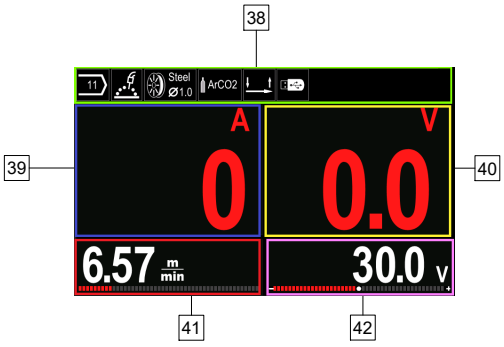
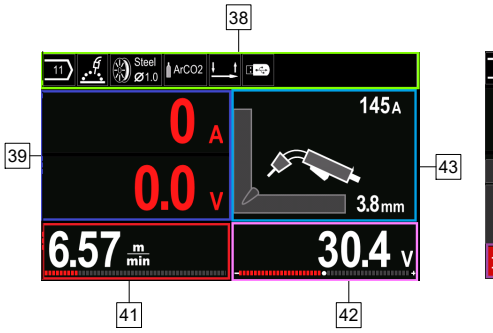

Figura 7.
Figura 8.
- Visualização Basic (Figura 7.)
- Visualização PRO (Figura 8)
- Selecione uma visualização (Basic – Figura 7 ou PRO – Figura 8).